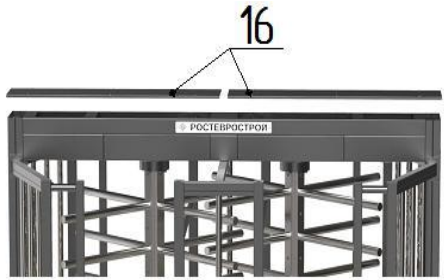

Рис. 8
6.2.5. Окончательная сборка (рис. 8, 9):